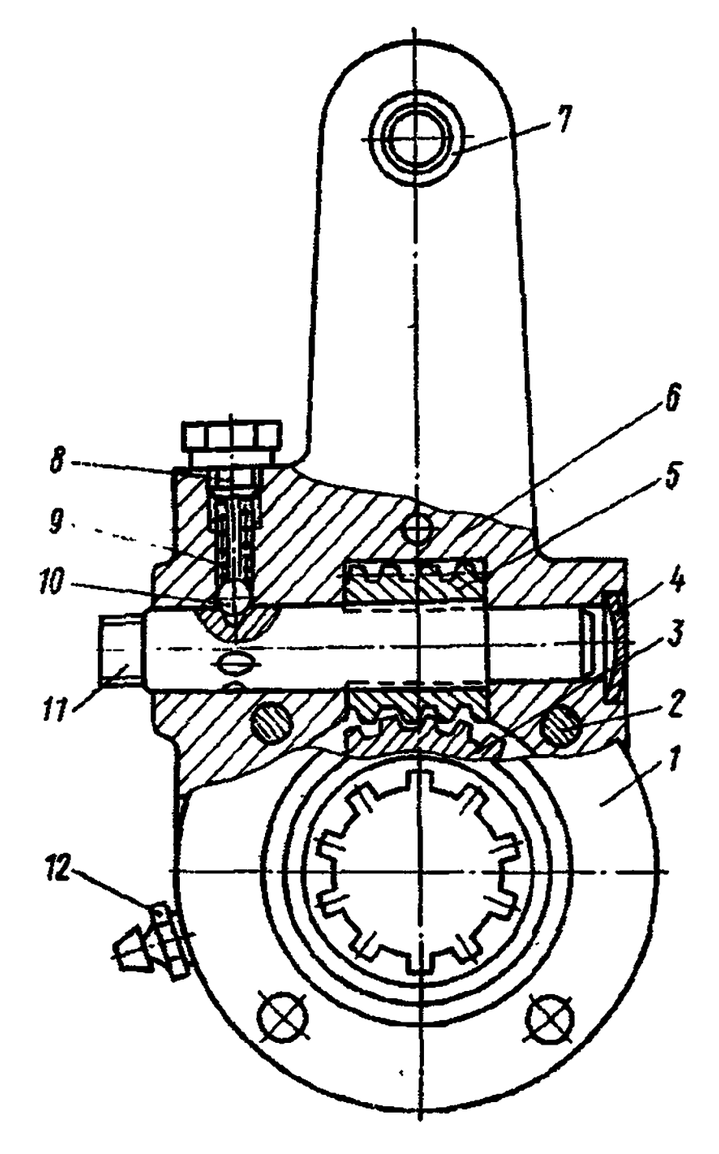

Рис. 62. Рычаг регулировочный:
2. Выверните на 1—2 оборота болт *8* (рис. 62) фиксатора и, поворачивая ось *11* червяка регулировочного рычага тормозного механизма, сведите колодки до упора	Ключи 14, 12 мм
— поворотом оси *11* (см. рис. 62) червяка регулировочного рычага прижмите колодки тормоза к барабану Поворачивая эксцентриковые оси в одну и другую стороны, установите колодки относительно барабана так, чтобы обеспечить плотное прилегание их к барабану. Прилегание колодок к барабану проверьте щупом через окна в щите тормозного механизма, расположенные на расстоянии 20—30 мм от наружных концов накладок. Щуп толщиной 0,1 мм не должен проходить вдоль всей ширины накладки.
15. Проверьте ось *11* (см. рис. 62) червяка регулировочного рычага так, чтобы ход штока тормозной камеры был 20—30 мм. Убедитесь, что при включении и выключении подачи воздуха штоки тормозных камер перемещаются быстро, без заеданий. Вверните болт *8* фиксатора регулировочного рычага	—